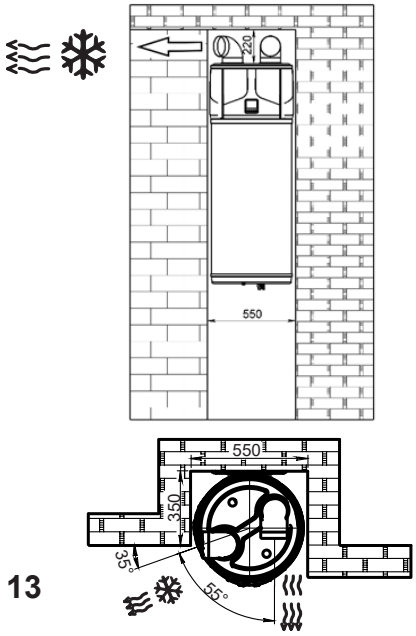

fig. 13
6.3. Ligação da ventilação. Condutas de ar. (Fig. 13; 14; 15; 17a; 17; 18; 19)
Além do espaço indicado na secção 6.1, a bomba de calor requer ventilação adequada. É necessário criar uma conduta de ar dedicada, conforme indicado na ilustração (Fig. 13 a 19).
6.3.1. Ventilação sem condutas. (Fig. 13; 14)
AVISO! Para evitar um curto circuito do ar entre a entrada/saída, utilize sempre duas curvas montadas em sentidos opostos, quando é realizada uma instalação sem condutas! **Fig. 13**